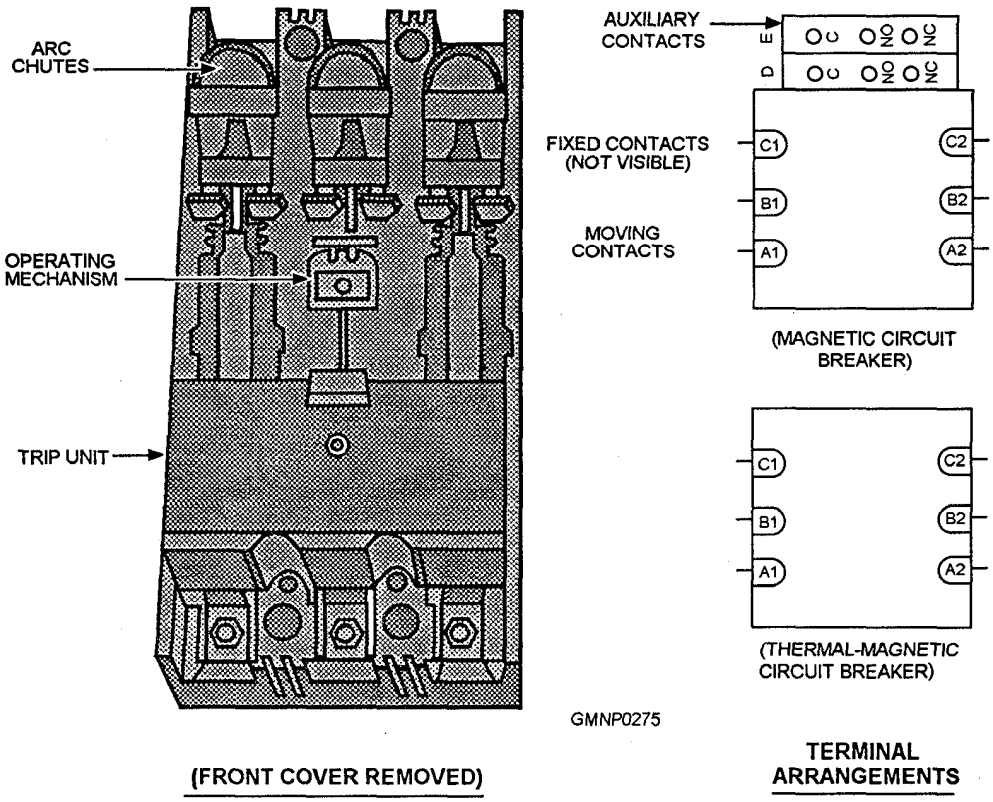

Figure 5-13.—Circuit breaker and terminal arrangements.
Circuit breakers (fig. 5-13) have two purposes: (1) to perform switching functions and (2) to provide overload protection. Each circuit breaker consists of a housing, a seaIed trip unit, three movable contacts, three fixed contacts, and three arc chutes. Gun mount control systems use two types of circuit breakers—the magnetic trip and the thermal-magnetic trip.